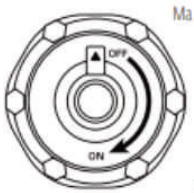

рис.1
1. Відкрийте вентиляційний отвір на кришці паливного бака в положення ON (рис.1).